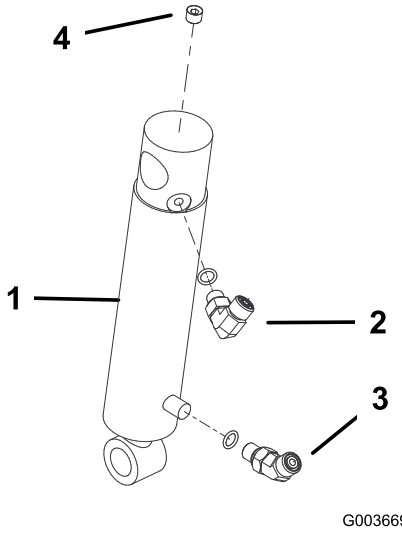

Bild 18
1. Schrauben Sie ein 90°-Anschlussstück in den oberen Anschluss des Hydraulikzylinders. Bringen Sie das Anschlussstück so an, wie in Bild 18 gezeigt.
2. Schrauben Sie ein 45°-Anschlussstück in den unteren Anschluss des Hydraulikzylinders. Bringen Sie das Anschlussstück so an, wie in Bild 18 gezeigt.